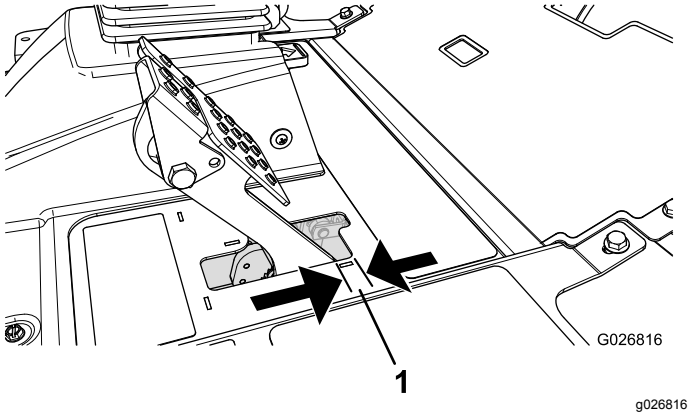

Figuur 68
Stel de remmen af als de rempedaal meer dan 25 mm speling heeft (Figuur 68), of als er meer remkracht nodig is. Met speling wordt de afstand bedoeld die het rempedaal wordt ingetrapt voordat er remweerstand wordt gevoeld.
2. Draai de achterste moer vast om de kabel naar achteren te halen totdat de rempedalen 6,3 tot 12,7 mm speling hebben (Figuur 68) voordat het wiel blokkeert.